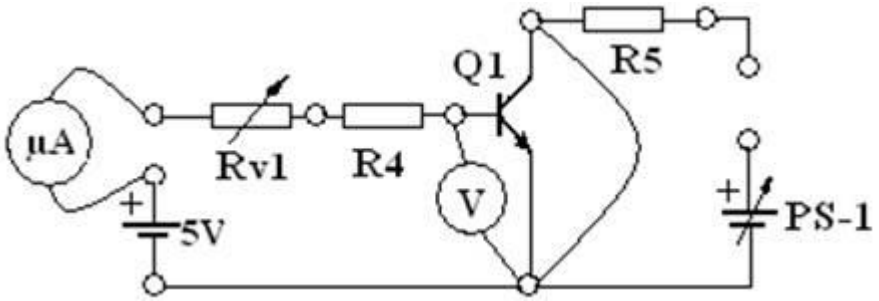

Рисунок 3.1 – Схема для снятия входной характеристики биполярного транзистора при напряжении на коллекторе, равном нулю
3.2.3 Собрать схему для снятия входной характеристики $I_б = f(U_{бэ})$ транзистора при напряжении на коллекторе $U_{кэ}$= 0 В (рисунок 3.1),